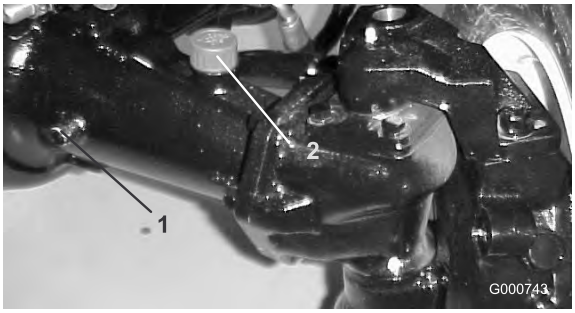

Figura 70
2. Retire um tampão de verificação (Figura 70) de uma das extremidades do eixo e certifique-se de que o lubrificante chega ao nível do orifício. Se o nível estiver baixo, retire o tampão de enchimento (Figura 70) e adicione lubrificante suficiente para ficar ao nível dos orifícios do tampão de verificação.